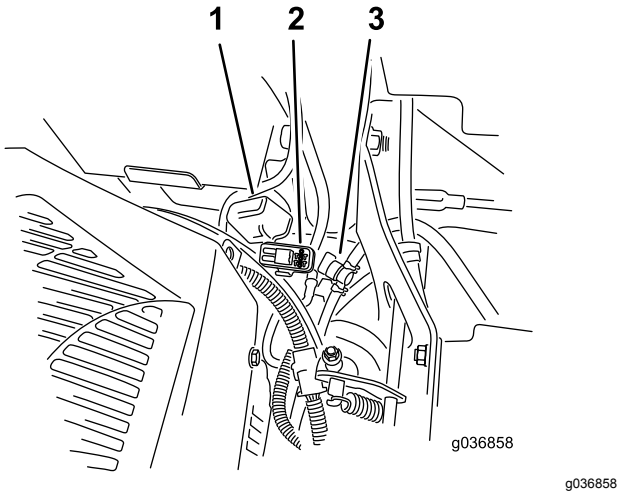

Figure 52
Remarque: Pour les tondeuses MyRide, assurez-vous que le câble de masse ne frotte pas contre le bras tiré ou le support inférieur de l'amortisseur (Figure 52).
Les fusibles sont situés sur la console droite, près du siège (Figure 52).
2. Remplacez le fusible (Figure 52).